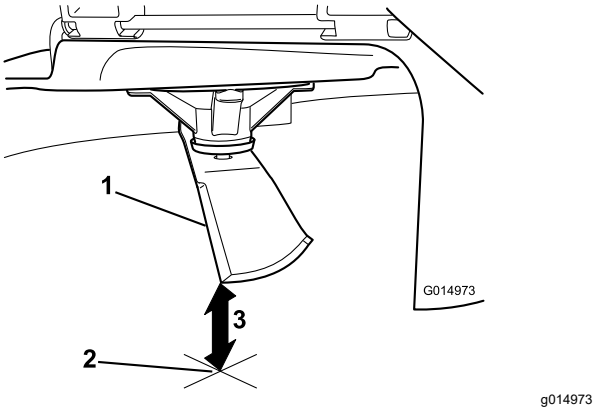

Figura 53
5. Mida desde la punta de la cuchilla hasta la superficie plana (Figura 53).